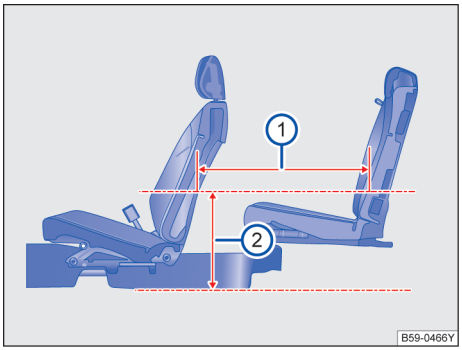

图 67 座间距
当前后排座椅都位于设计位置时，在距离地板位置 748.8mm 处 →图 67 ②，座间距为 766.7mm →图 67 ①。 ◁